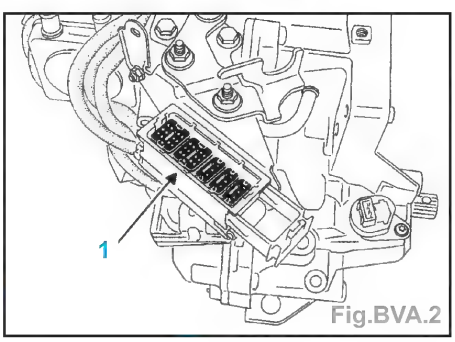

Fig.BVA.2
- Débrancher le connecteur modulaire (1) en libérant le tiroir du connecteur (Fig. BVA.2).